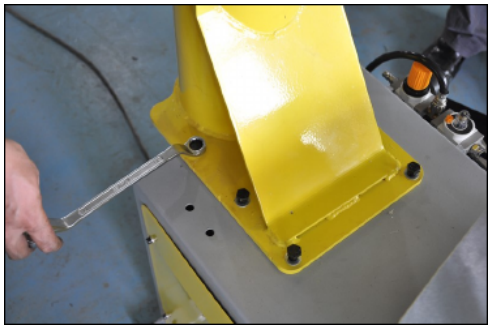

Fig. 7
2. Poser la colonne, avertissement vers l'avant. Aligner les trous de l'embase et les taraudages. Remettre vis et rondelles ; serrer à 70 N·m avec une clé dynamométrique (figure 7).